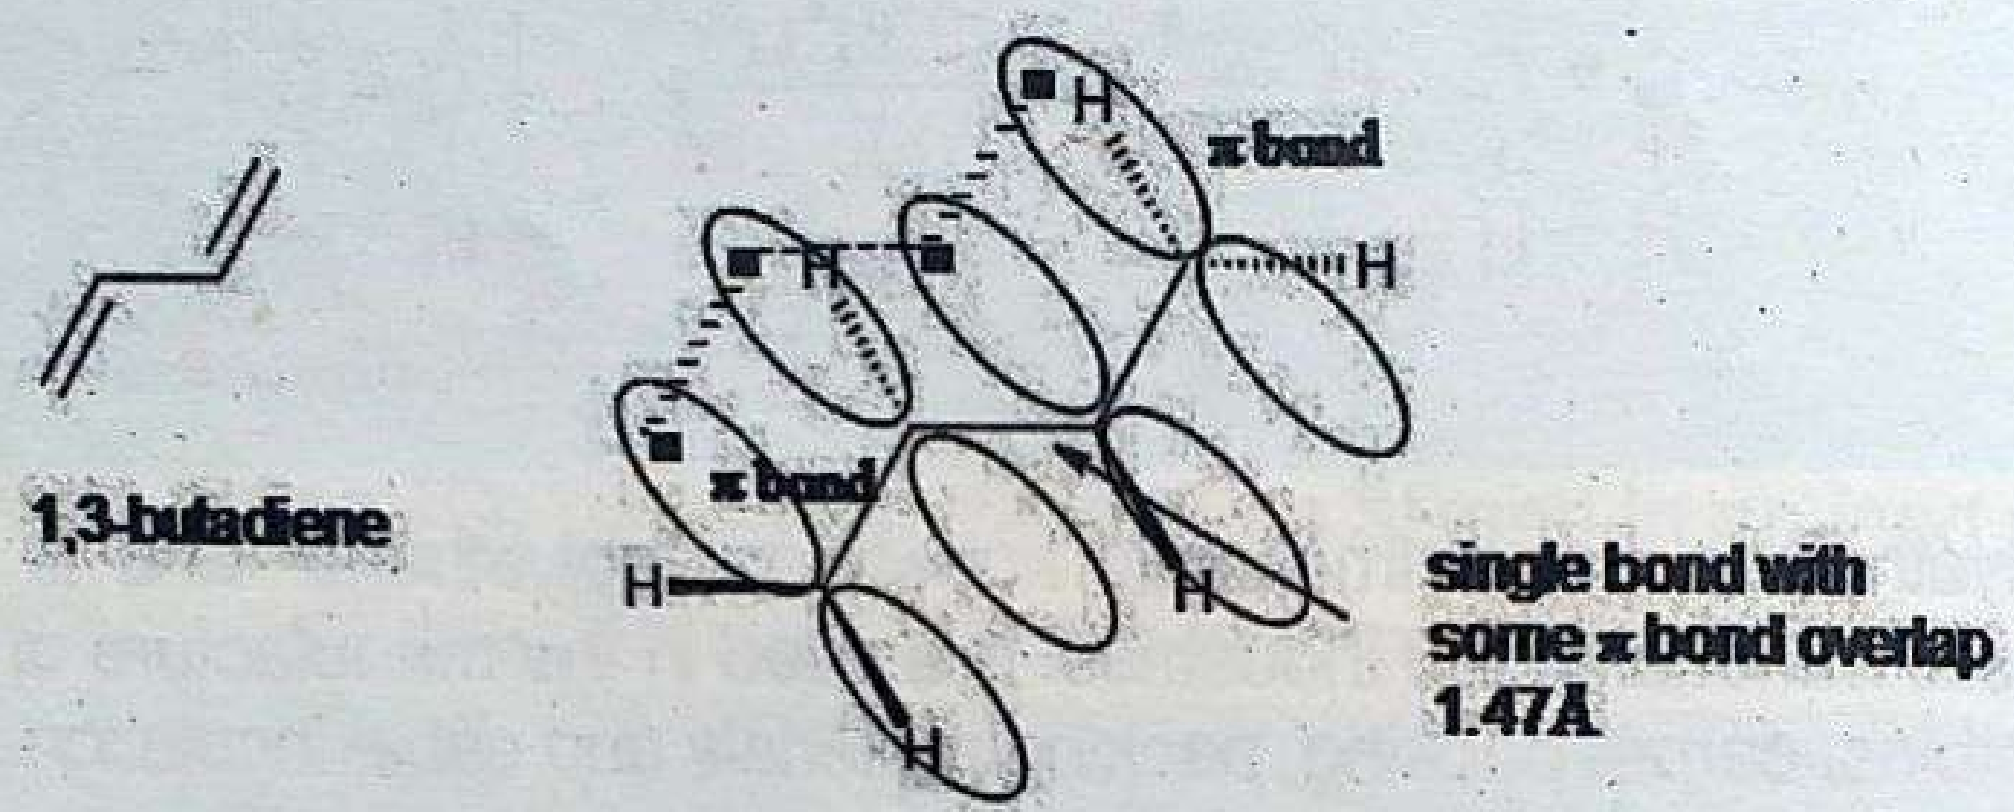

Fig 16.4
Each of the four carbon atom also possess an unhybridized $p-$orbital, which are perpendicular to the plane of $\delta-$bonds. The $p-$orbitals of the second and third carbon atoms can overlap on either side. Thus all four $p-$orbitals overlap to form a large π molecular orbital (MO) (Fig 16.4). Each pair of π electrons is thus attracted not by two, but all four carbons. We can say that the π electrons are delocalized. The delocalization of π electrons is responsible for greater stability of $1,3-$butadiene. The $C-C$ single bonds in 1,3 –butadiene are shorter $(1.48\,\text{Å})$ than the normal